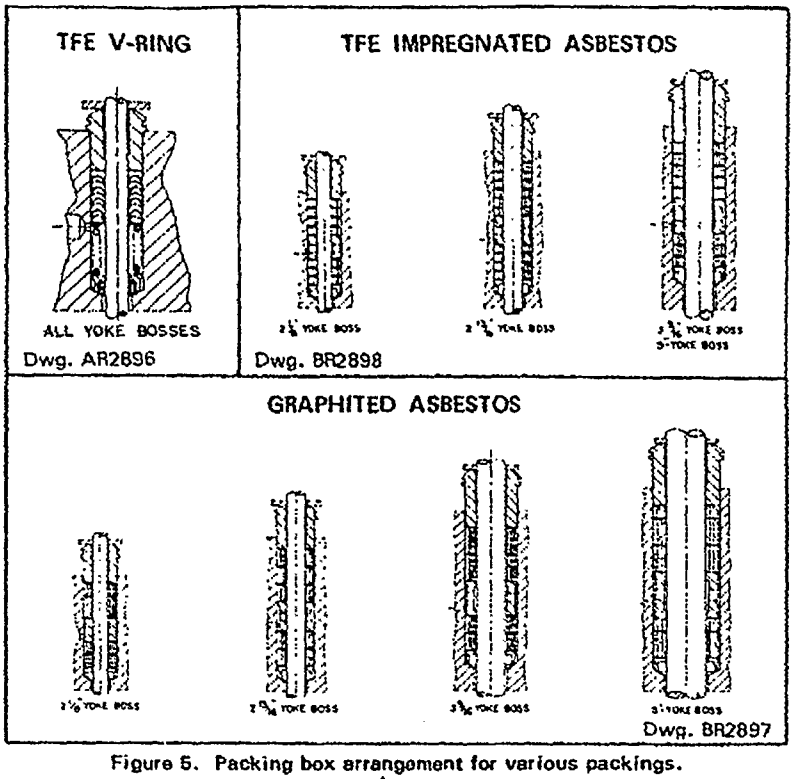

Figure 5. Packing box arrangement for various packings.
8. Install new packing and associated packing box parts in the sequence shown in Figure 5.
7. Install new packing and associated parts in the sequence shown in Figure 5. Be careful not to damage the packing during installation. Replace the packing flange nuts and tighten as far as they will go.
Note: A similar procedure can be followed for TFE impregnated asbestos packing and graphited asbestos packing. Since these packing come in split rings, however, it is possible to replace them without removing the actuator from the body. The arrangement of packing rings above and below the lantern ring is shown in Figure 5. Packing flange nuts should be tightened only enough to stop leakage.